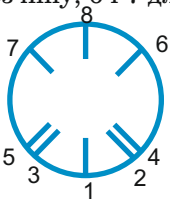

Рис.1
Завантаження бетонозмішувача компонентами здійснювати тільки при обертанні баку. В разі незапланованої зупинки бетонозмішувача з наповненим баком, встановіть руль в положення (1) Рис.1 і тільки після цього здійсніть запуск двигуна.
Для чистки внутрішньої поверхні баку включіть бетонозмішувач і встановіть його в положення 5 або 4 Рис.1. Додайте в бак воду і декілька лопат гравію. Через 5 хв звільніть повністю бак від води і гравію та встановіть його в положення 8. Чистка внутрішньої поверхні баку дозволяється струменем води тільки при від'єднанні від джерела живлення. Не піддавайте пластиковий корпус двигуна прямому впливу води. Слідкуйте за чистотою зубчатого вінця. Це продовжить строк роботи шестерні. Заборонено наносити удари повінцю! Проводьте чистку після кожного використання бетонозмішувача.